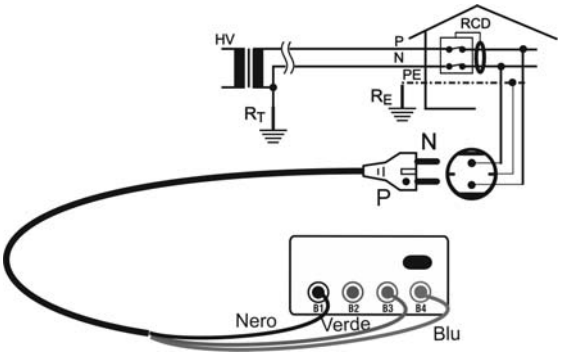
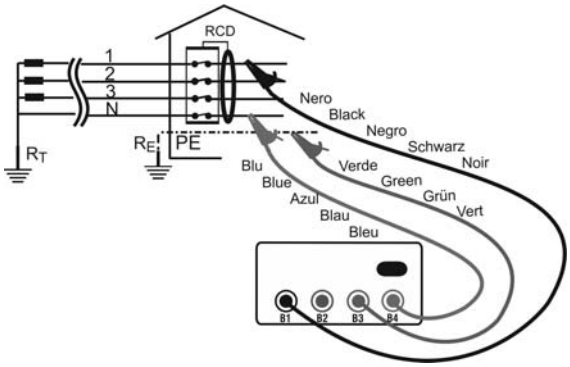
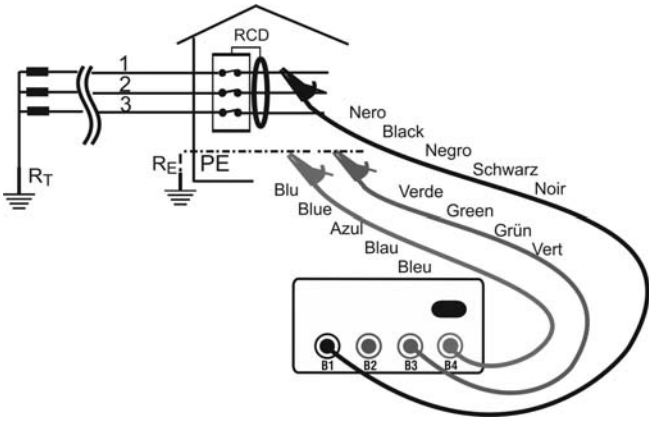

Fig. 13: Collegamento per misura Ra in sistema Monofase/Bifase 230V
Fig. 14: Collegamento per misura Ra in sistema Trifase 400V + N
Fig. 15: Collegamento per misura Ra in sistema Trifase 230V o 400V senza N
2. Inserire i 3 connettori Nero, Verde e Blu del cavo shuko o dei cavi sciolti nei corrispondenti terminali di ingresso dello strumento **B1**, **B3**, **B4** (vedere Fig. 13, Fig. 14, Fig. 15). Nel caso di utilizzo dei cavi separati inserire all'estremità dei cavi rimasta libera i coccodrilli
3. Inserire la spina Shuko in una presa 230V 50Hz o i coccodrilli sui conduttori del sistema trifase (vedere Fig. 13, Fig. 14, Fig. 15)